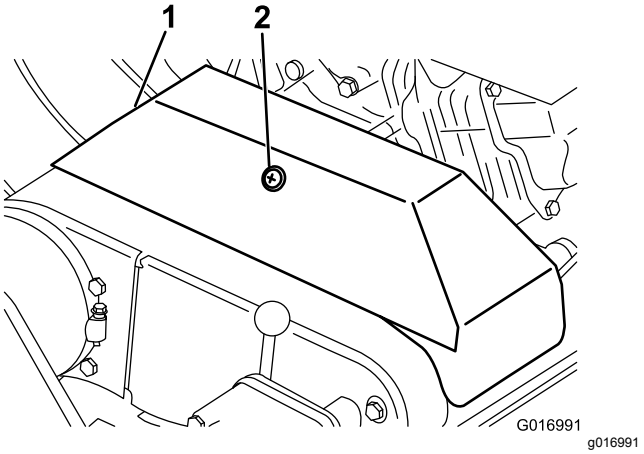

Figuur 46
2. Draai de borgschroef los waarmee de kap van de V-riem is bevestigd, en draai de kap open (Figuur 46).